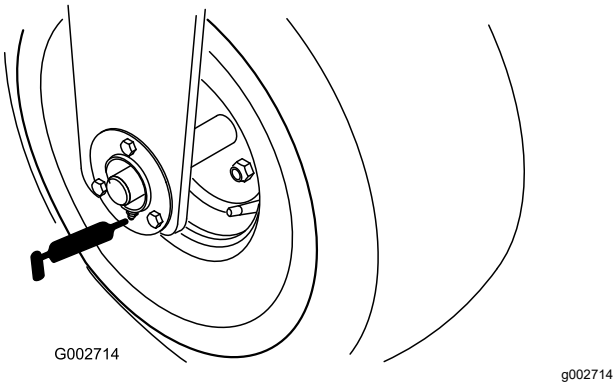

Figur 19
- Ett framhjulslager (Figur 19).